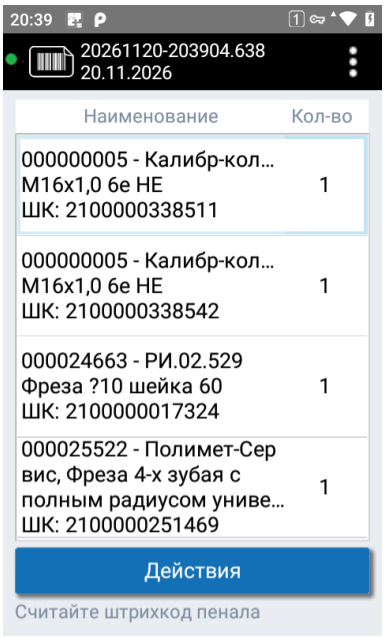

Рисунок 63. Состав акта списания
2. Откроется состав акта (см. Рисунок 63). Считывайте ШК пеналов: подтверждённый пенал исчезает из списка. Если пенала нет в акте, ТСД выведет «Данный пенал не найден в списке. Выберите другой пенал.». Подтверждённые пеналы можно посмотреть: «Действия» → «Показать подобранные».